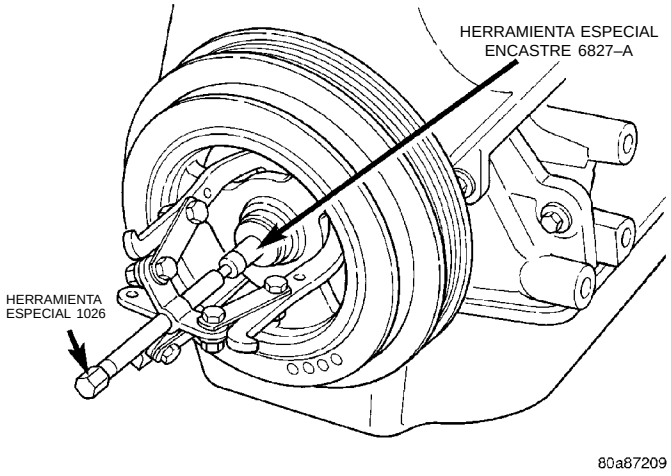

Fig. 87 Amortiguador de cigüeñal—Desmontaje
(3) Retire el perno del amortiguador del cigüeñal. Retire el amortiguador utilizando la porción más larga de la Herramienta especial 1026 y el encastre 6827–A (Fig. 87).